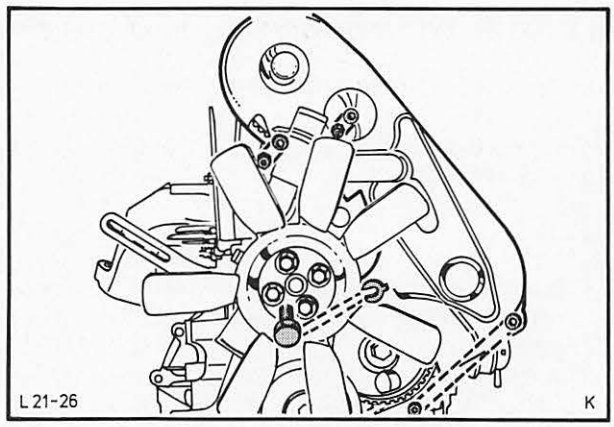

Abb. 200 Zahnriemenschutzblech anschrauben
12. Zündkerzen einschrauben, Zahnriemenschutzblech anschrauben, Abb. 200, und Auspuffrohr an Auspuffkrümmer montieren.